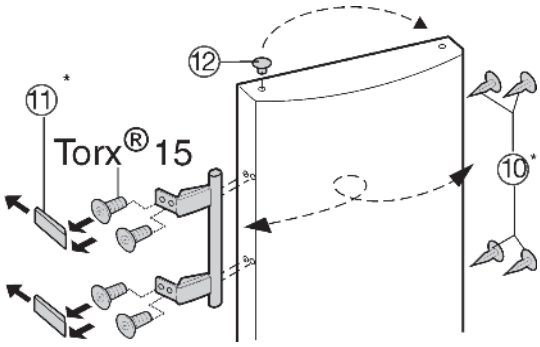

Рис. 6
▶ Выньте заглушку (рис. 6 (12)) из втулки подшипника двери и переставьте ее.
▶ Отсоедините ручку двери, заглушки (рис. 6 (10)) и прижимные пластины (рис. 6 (11)) и переставьте их на противоположную сторону.